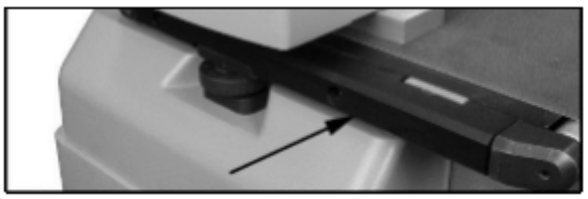

Рис. 10
1. Снимите левую боковую крышку (Рис. 10), открутив два винта с внутр. шестигранником с помощью 4 мм шестигранного ключа.